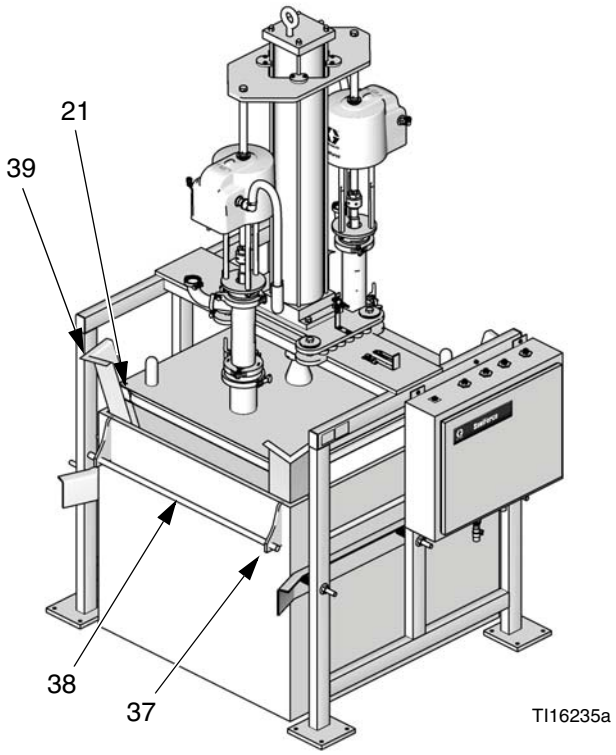

FIG. 10
6. Fije los costados de la bolsa con abrazaderas (37) y tubos (38). Vea la FIG. 10.
9. Asegúrese de que las juntas de las esquinas (21) estén en su lugar.
10. Use las esquinas (39) para ayudar a guiar la placa. Vea la FIG. 10.